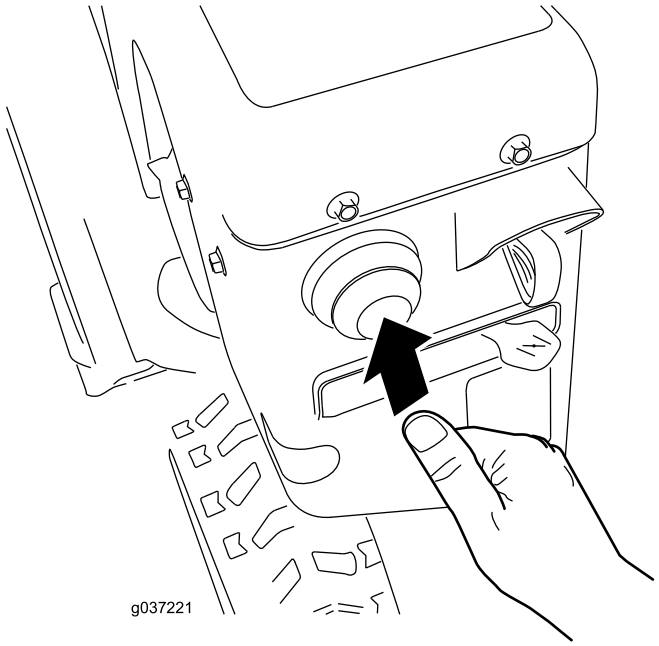

**Figur 26**
4. Snapsa genom att trycka in knappen ordentligt med tummen enligt tabellen nedan och hålla in knappen en sekund vid varje tryckning innan du släpper den igen (Figur 26).